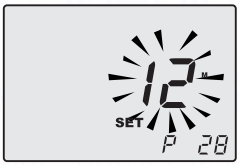

Fig. 9.3
- Scroll through the various parameters using key 15 or 16 until the LCD display indicates the letters **P28** and the value of the parameter, indicating entry in “parameter 28” (Fig. 9.3).